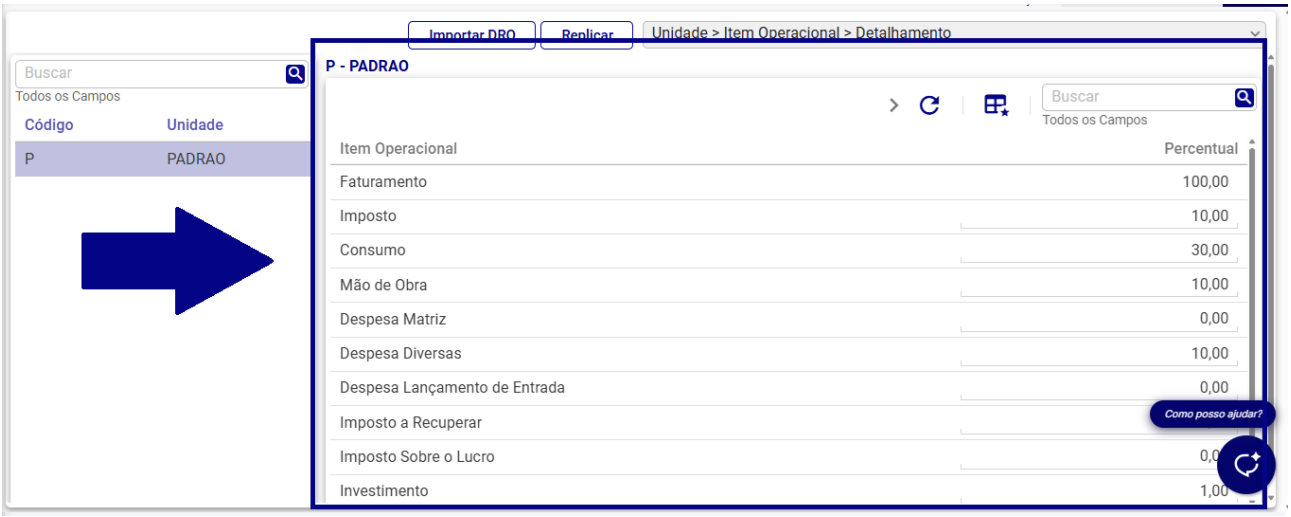

Figura 44: Painel Lateral Item Operacional
- **Painel Principal (Direita) (Figura 44):** Após selecionar uma unidade, este painel é habilitado e está dividido em duas seções: